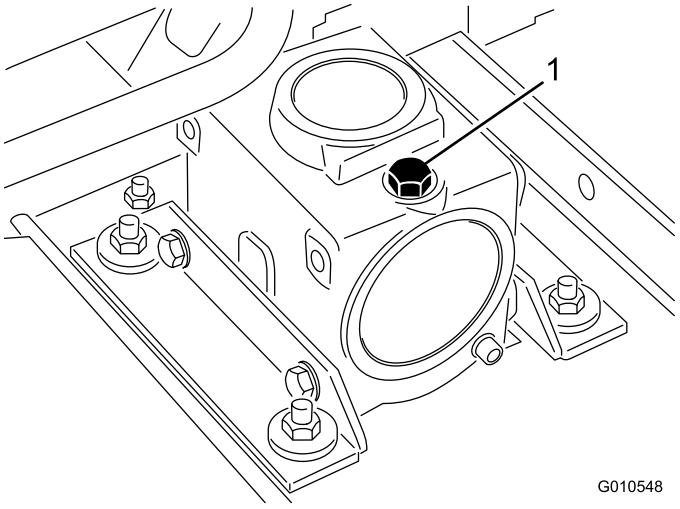

Figur 16
2. Plasser maskinen og klippeenheten på en jevn flate, og senk klippeenheten. Ta ut peilestaven/fyllpluggen fra toppen av girkassen (Figur 16), og kontroller at oljenivået er mellom merkene på peilestaven. Hvis oljenivået er lavt, tilsett SEA 80-90 girolje inntil nivået er mellom merkene.